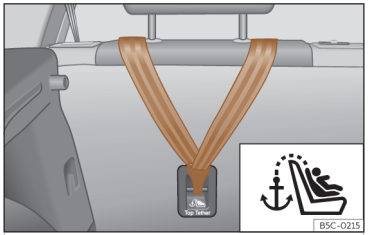
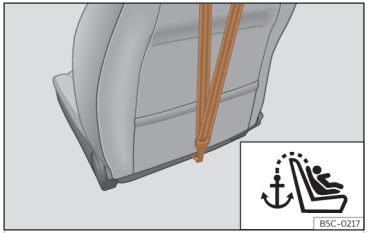

Abb. 46 Rückseite der Rücksitzbank: Verankerung für den Top Tether Haltegurt.
Abb. 47 Rückseite der Beifahrersitzlehne: Verankerung für den Top Tether Haltegurt (nicht in allen Märkten erhältlich).
- Den Haltegurt verschieben und ordnungsgemäß an der Verankerung des hinteren Teils der Rücklehne befestigen ››› (Abb. 46) , ››› (Abb. 47).